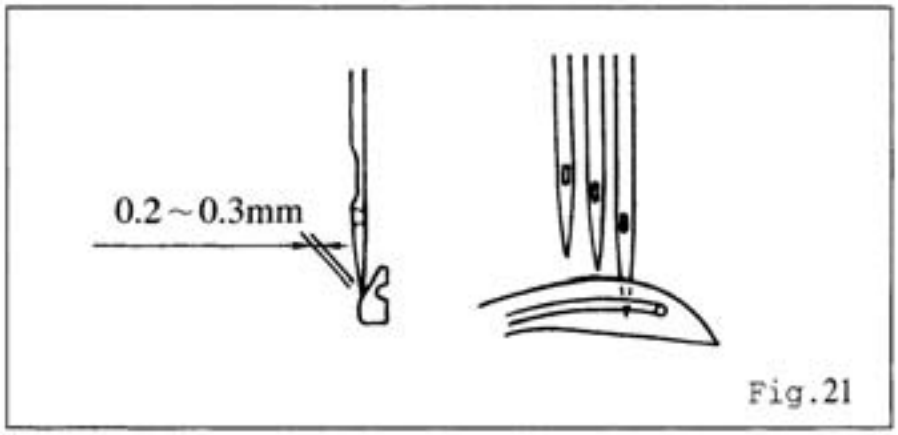

Fig.21
3. 当勾针退后时，右针必须插到勾针斜面棱线往上1/4处。（图21）
3. When the Looper reversed, the right needle stick on 1/4 be high of the Looper's slant edge. (Fig 21)